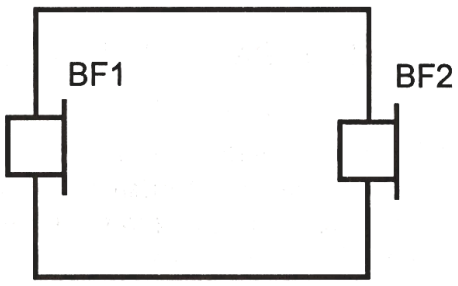

Рис. 16-3-1
Если два телефонных капсюля соединить так, как показано на рис. 16-3-1, то получится простейшее переговорное устройство. Один из капсюлей будет служить микрофоном, другой - телефоном. Электрический ток, порожденный микрофоном вследствие колебания мембраны под действием звука, протекая по катушке телефона, вызывает колебание его мембраны.
1. Соедините согласно рис. 16-3-1 два телефонных капсюля двужильным проводом длиной 3-4 м.